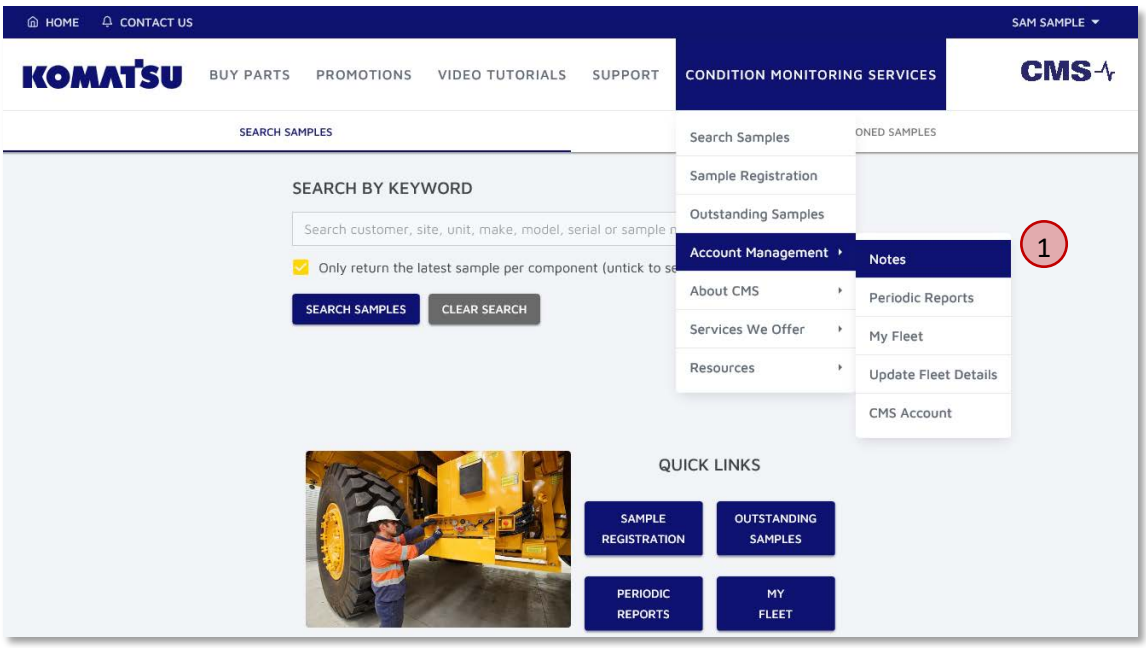
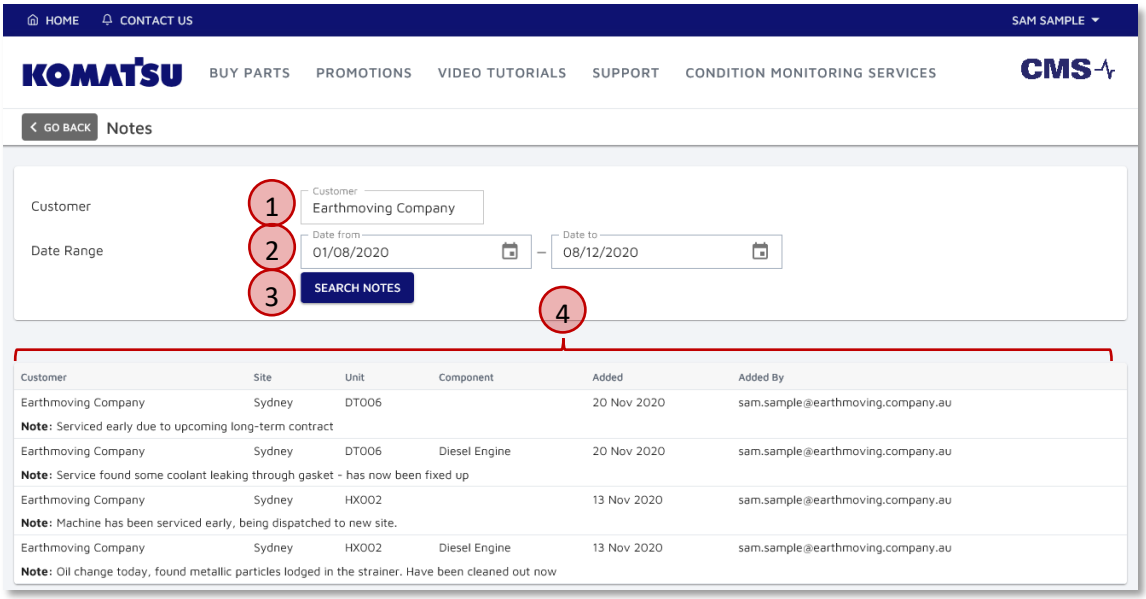

Figure 5.1 Navigating to Notes Page
Figure 5.2 View All Notes.
All notes added to any unit or component we have access to can be viewed on the Notes page (see Figure 5.2), along with some filters that can help us view only relevant notes. To navigate to this page, we go to **Condition Monitoring Services → Account management → Notes** (① in Figure 5.1).
The filters allow us to select a customer (① in Figure 5.2) along with a date range (② in Figure 5.2) to narrow the notes for us to view. Once we have selected our filters, press the **Search Notes** button (③ in Figure 5.2) to view notes that satisfy the criteria.
Notes are displayed in a table form (④ in Figure 5.2), with information surrounding each of the notes.